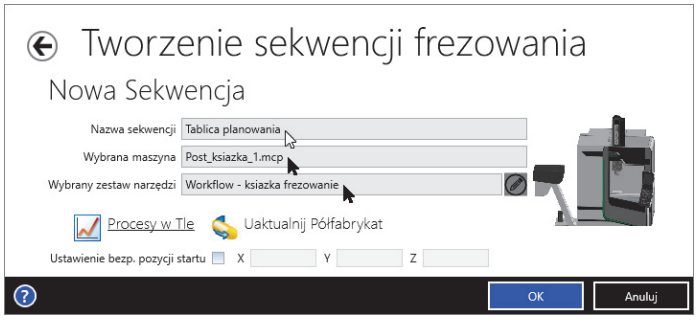

Rysunek 9.51. Tworzenie sekwencji frezowania — Nowa Sekwencja
13. Pojawi się okno *Tworzenie sekwencji frezowania* z informacją *Nowa Sekwencja* (rysunek 9.51).